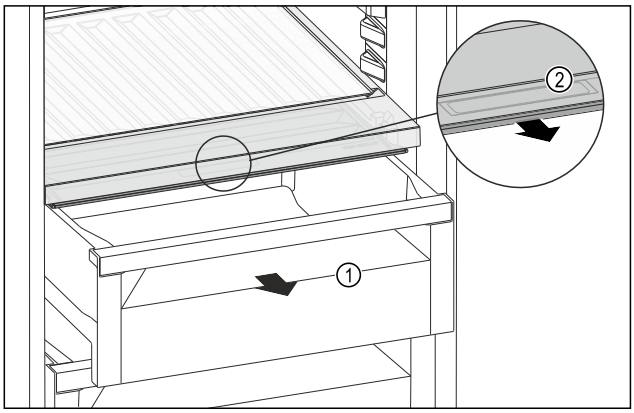

Fig. 229
▶ Schuifvak *Fig. 229 (1)* uittrekken.
▶ Greeplijst *Fig. 229 (2)* op het vakdeksel vastpakken en het vakdeksel gelijktijdig naar voren trekken.